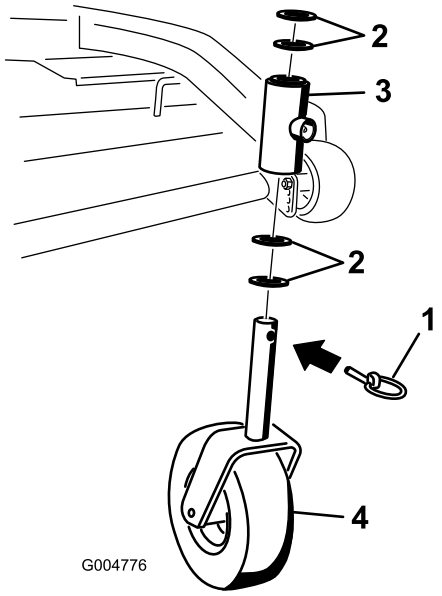

Figura 44
2. Retire el pasador de bloqueo y los espaciadores de la parte superior de la horquilla de la rueda giratoria (Figura 44).
7. Inspeccione la horquilla de la rueda giratoria para determinar si está desgastada, y cámbiela de ser necesario (Figura 44).
9. Cambie los espaciadores de la horquilla y sujételos con el anillo de retención (Figura 44).